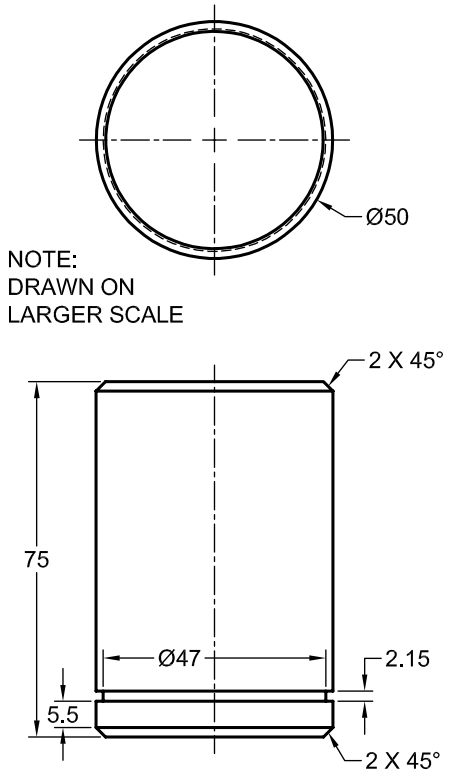

Figure 17-36 *A shaft with a groove*
1. Create the shaft with groove, refer to Figure 17-36 for dimensions.